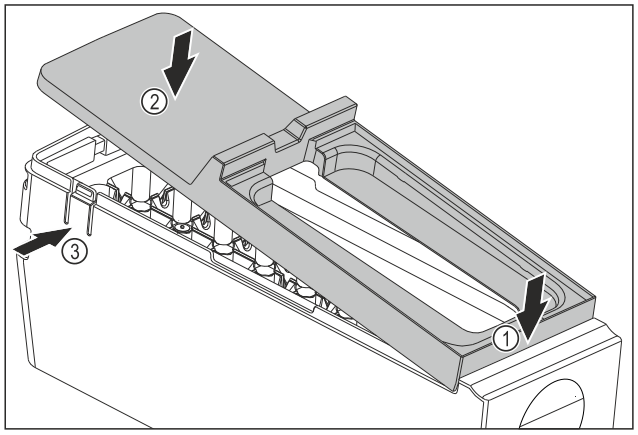

Fig. 148
- ▶ Monter dekselet til hoveddelen til EasyTwist-Ice: Fest dekselet foran. *Fig. 148 (1)*
- ▶ Senk dekselet bak. *Fig. 148 (2)*
- ▷ Dekselet går hørbart i inngrep i begge tappene *Fig. 148 (3)*.